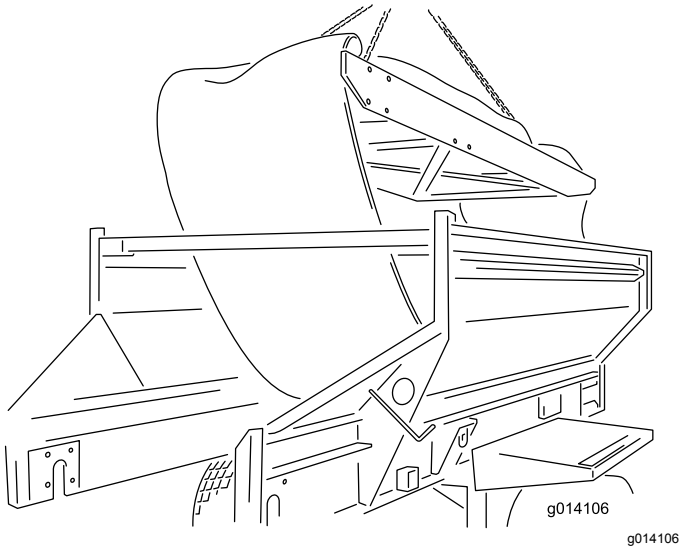

Rysunek 60
24. Zdejmij wkład, podnosząc go od górnej maszyny. Umieść go na ziemi (Rysunek 60).